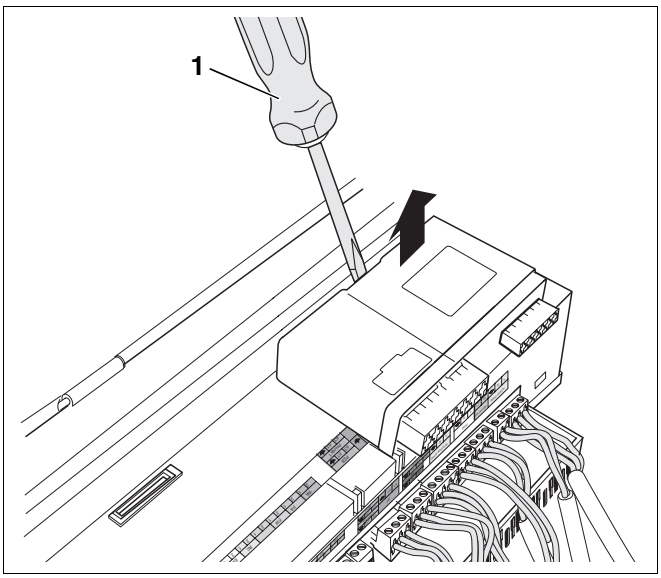

Abb. 4 Funktionsmodul entnehmen
- Modul mit einem Schraubendreher (Abb. 4, **Pos. 1**) aus dem Rasthaken lösen.
- Modulvorderseite in Pfeilrichtung nach oben ziehen (Abb. 4) und Modul abnehmen.